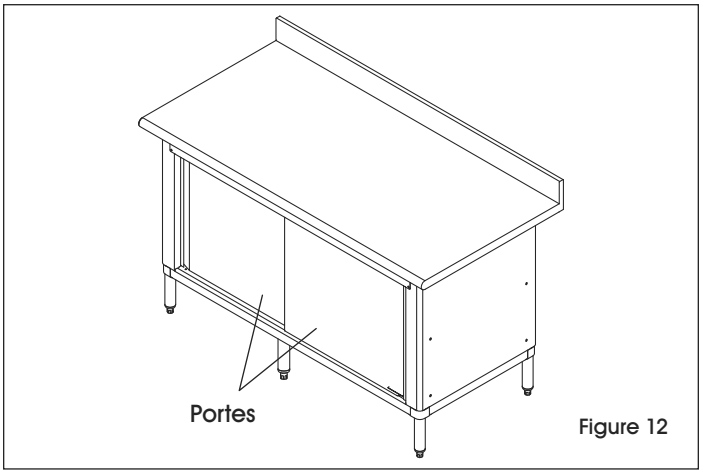

Figure 12
13. Installez la porte coulissante gauche sur le rail arrière en insérant d'abord le haut de la porte dans la fente arrière du support de porte, et ensuite le bas dans la coulisse. (Voir Figure 12)